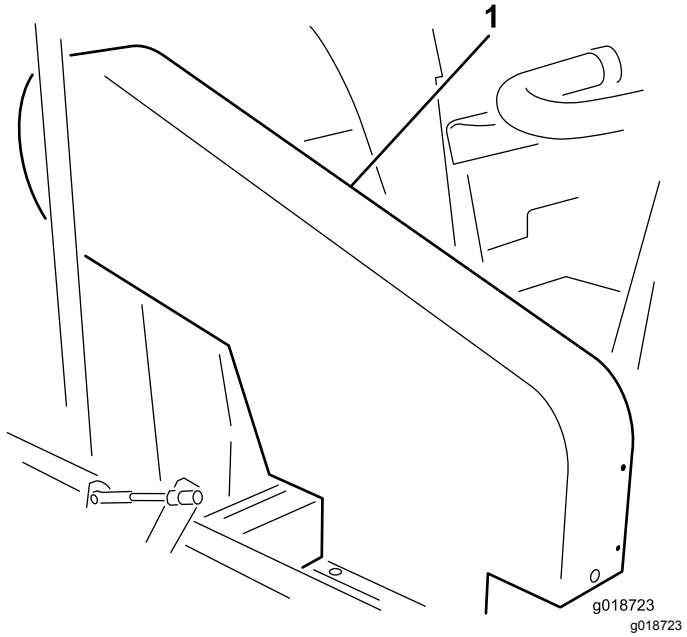

**Figur 19**
**Obs:** Du behöver inte ta bort det av övre remskyddet (Figur 19) för att kontrollera remspänningen. Om du vill ta bort remskyddet ska du ta bort de fyra skruvar, brickor och muttrar som fäster skyddet på ramen. Maskinen får endast köras om skydden sitter på plats.
Kontrollera spänningen genom att trycka ned remmen mittemellan impeller- och kopplingsskivorna med en kraft på 18–22 Nm. Remmen ska böjas ned 1,3 cm. Om nedböjningen inte är korrekt finns mer information i Justera impellerns drivrem (sida 23). Om nedböjningen är korrekt fortsätter du som normalt (Figur 19).
Kontrollera spänningen genom att trycka ned remmen mittemellan mellanaxel- och kopplingsskivorna med en kraft på 18–22 Nm. Remmen ska böjas ned 6 mm. Om nedböjningen inte är korrekt finns mer information i Justera mellanaxelns rem (sida 23). Om nedböjningen är korrekt fortsätter du som normalt (Figur 19).
1. Ta bort de fyra skruvar, brickor och muttrar som fäster den övre kåpan vid ramen (Figur 19).